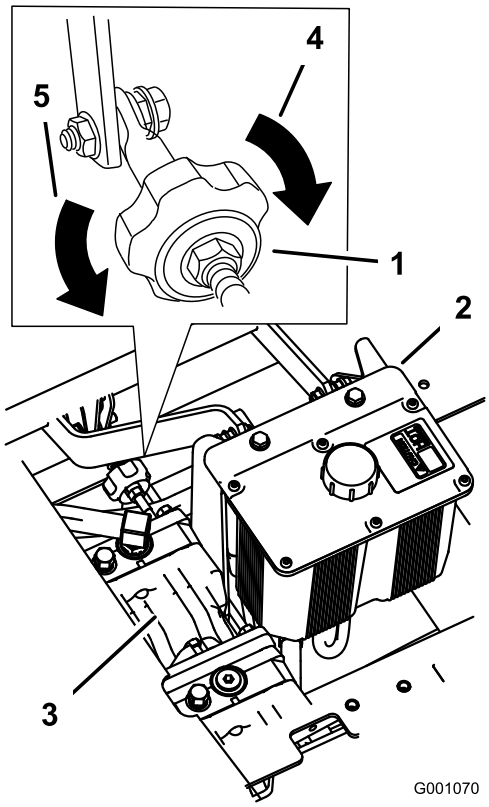

Figuur 78
2. U stelt de lengte van de pompstang af door de knop in de juiste richting te draaien, totdat de het wiel stil staat of iets achteruit kruipt (Figuur 78).